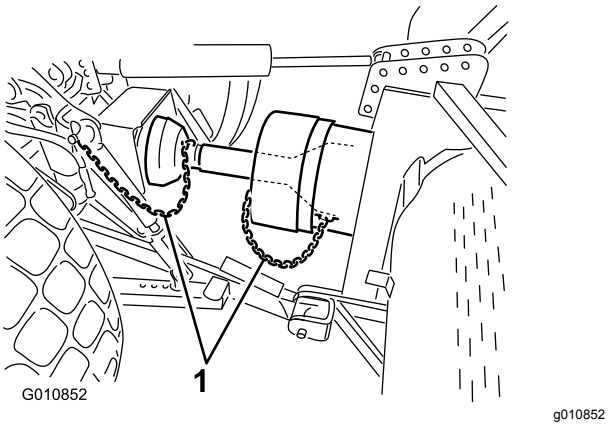

Figur 25
6. Koble verneplatenes sikkerhetskjettinger til kraftuttaksskjermen og trekkenhetbraketten (Figur 25). Påse at kjettingene er løse når du hever og senker luftemaskinen.